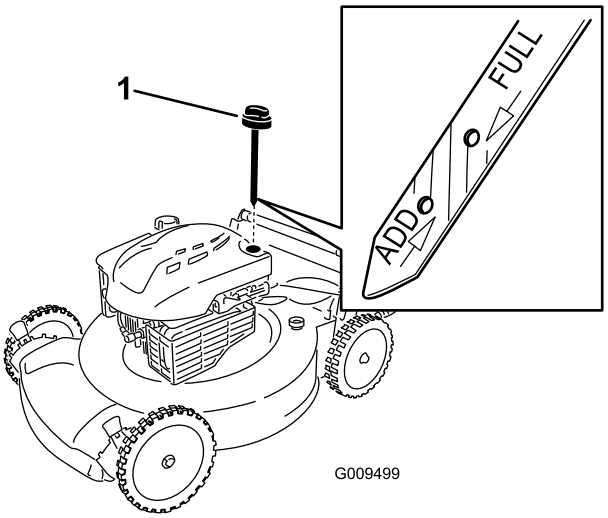

Figura 9
1. Retire la varilla, límpiela, y vuelva a colocarla (Figura 9).
2. Retire la varilla y compruebe el nivel de aceite (Figura 9). Si el nivel de aceite está por debajo de la marca **"Add"** de la varilla, vierta **lentamente** aceite en el tubo de llenado hasta que el nivel llegue a la marca **"Full"** de la varilla. **No llene demasiado.** (Capacidad máxima: 0,59 l (20 onzas), tipo: SAE 30, aceite detergente con clasificación de servicio API SF, SG, SH, SJ, SL o superior.)